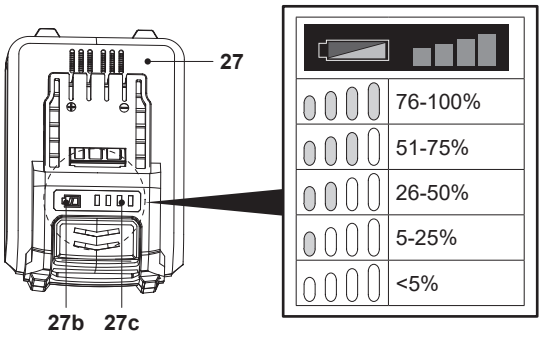

Rys. 9
Akumulator (27) jest wyposażony we wskaźniki naładowania (27c), które wskazują poziom jego naładowania. Aby sprawdzić poziom naładowania akumulatora, należy nacisnąć przycisk kontroli poziomu naładowania akumulatora (27b) (rys. 9). Diody LED zapalą się na około 3 sekundy.